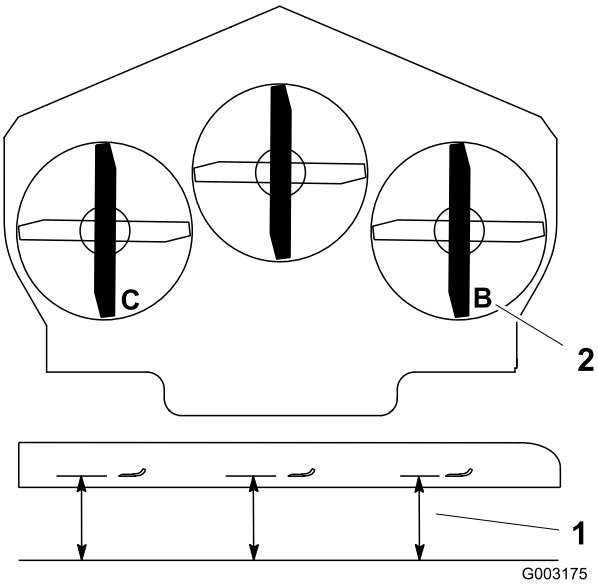

**Figuur 75**
1. Zet het rechter maaimes in de schuinstand (Figuur 75).
2. Meet het rechtermes bij punt **B**. Meet de afstand tussen een horizontaal oppervlak en de snijrand van het maaimes (Figuur 75).
4. Zet het linker maaimes in de schuinstand (Figuur 75).
5. Meet het linkermes bij punt **C** (Figuur 75). Meet de afstand tussen een horizontaal oppervlak en de snijrand van het maaimes.